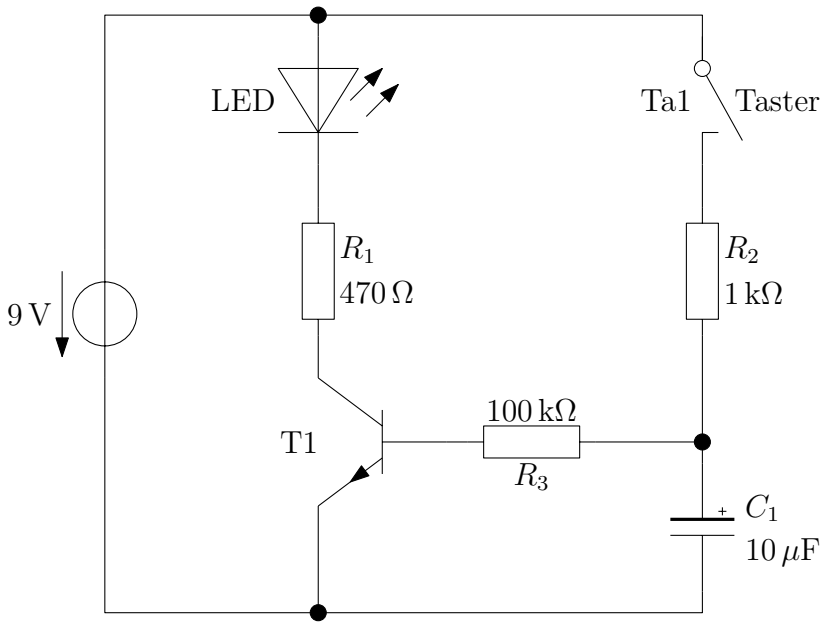

Abbildung 2.17: Experiment – Ausschaltverzögerung
**Versuchsaufbau und -durchführung** Bauen Sie die Schaltung nach Abb. 2.17 auf. Drücken Sie den Taster und lassen sie ihn wieder los.